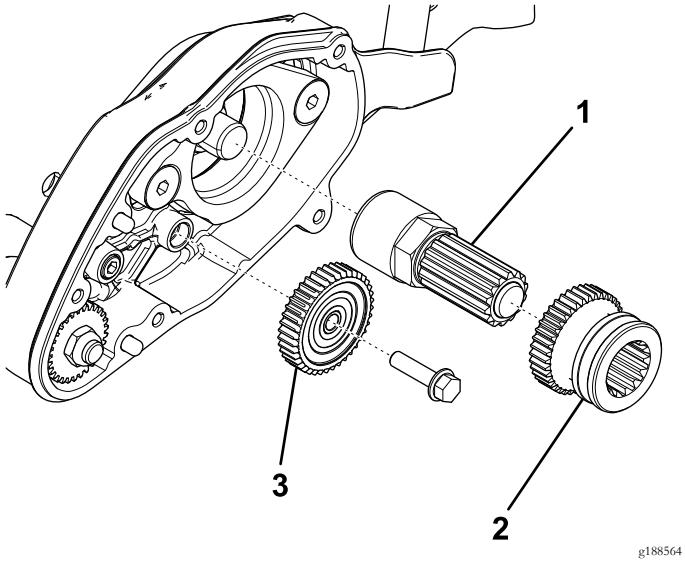

Bild 7
9. Schrauben Sie die Welle auf die Spindelwellenverlängerung (Bild 7).
10. Tragen Sie Synthetikfett auf die Welle auf und schieben Sie das Antriebszahnrad auf die Welle (Bild 7).
11. Setzen Sie das Spannscheibenzahnrad mit 40 Zähnen ein (Bild 7).